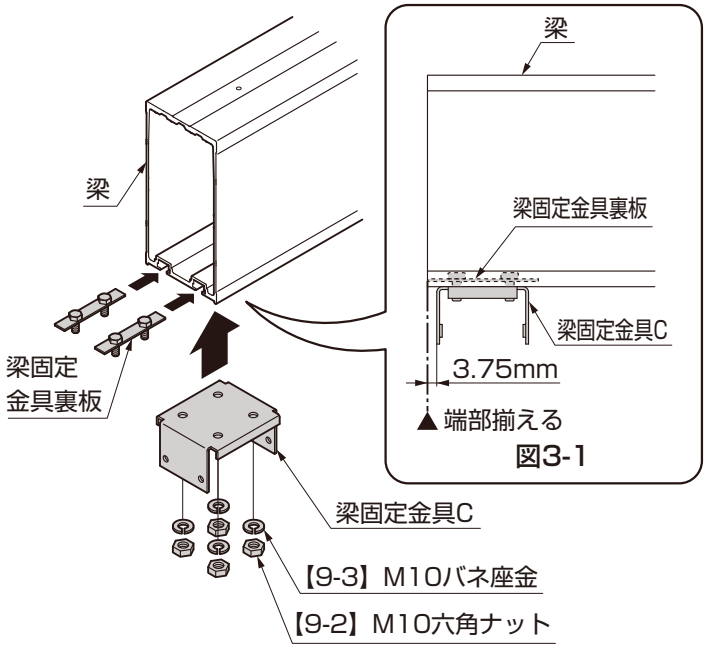

図3-1
- ●梁固定金具Cの取付け位置に注意してください。（図3-1参照）